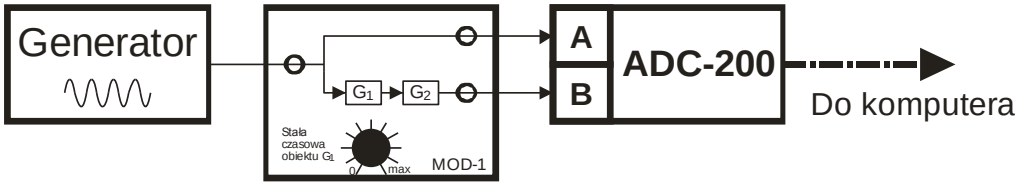

Rys.2 Schemat blokowy układu do wyznaczania charakterystyk częstotliwościowych
4. Połączyć układ pomiarowy zgodnie z rys.2.